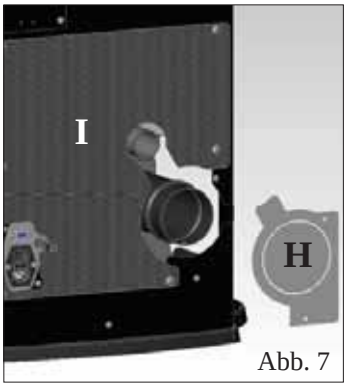
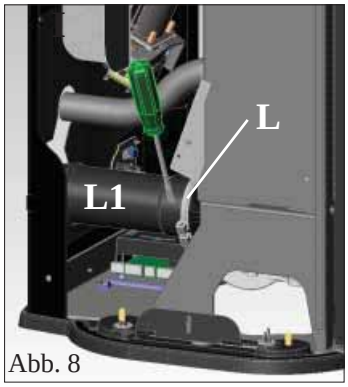

Abb. 7
Abb. 8
- Glas-Top abnehmen (H - Abb. 7).
- Das Seitenteil aus Stahl, ddie an der Struktur der Herd mit 2 Schrauben (X -. Abb. 7) zu entfernen, nach oben heraus ziehen (I - Abb. 8).
- Die Trennwand (H - Abb. 7) und bei Bedarf auch den gelochten unteren Teil heraus nehmen (I - Abb. 7). – Schelle lockern (L - Abb. 8) und das Rauchgas-Rohr entfernen (L1 - Abb. 8).